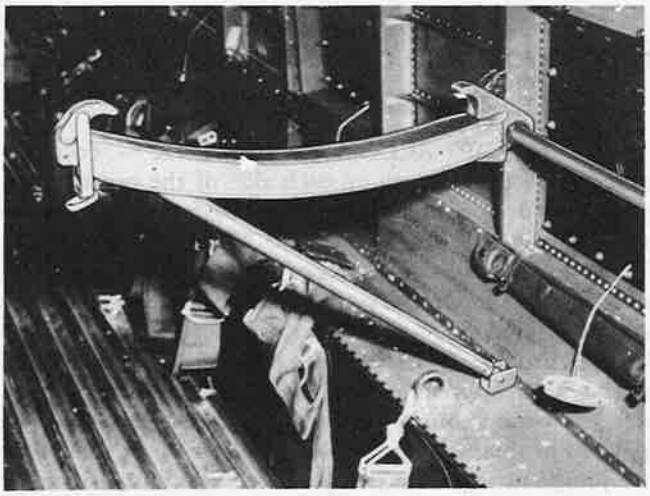

Figure 594—Middle Litter Support
7. Attach a tube support (figure 594) into the fitting located on the seat beam.
8. Connect the litter support into the first fitting above the seat beam fitting by hooking the end of the litter support over the tube support already installed at this location. (See figure 594.)
9. Lift the litter support to a horizontal position and connect the tube support into the first bolt on the lower row of three bolts on the inboard end of the litter support. The tube support should be secured to the forward side of the litter support. (See figure 594.)